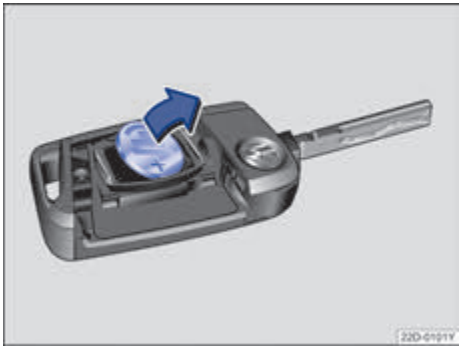

图 45 汽车钥匙：取出旧电池
– 用一合适的扁平器具从电池盒里撬出电池→ 图 45。
– 安放新电池，然后沿→ 图 45 箭头相反方向将其推入电池盒内→ ⓘ。